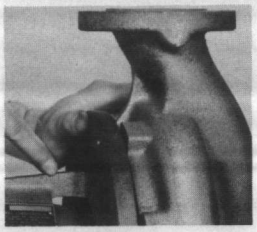

FIGURE 1
10. Reassemble bracket into pump casing new gasket provided. Clean gasket surface of both casing and bracket if necessary. Be sure that the longer of the two outside bracket ribs is on top. (see Figure 1)